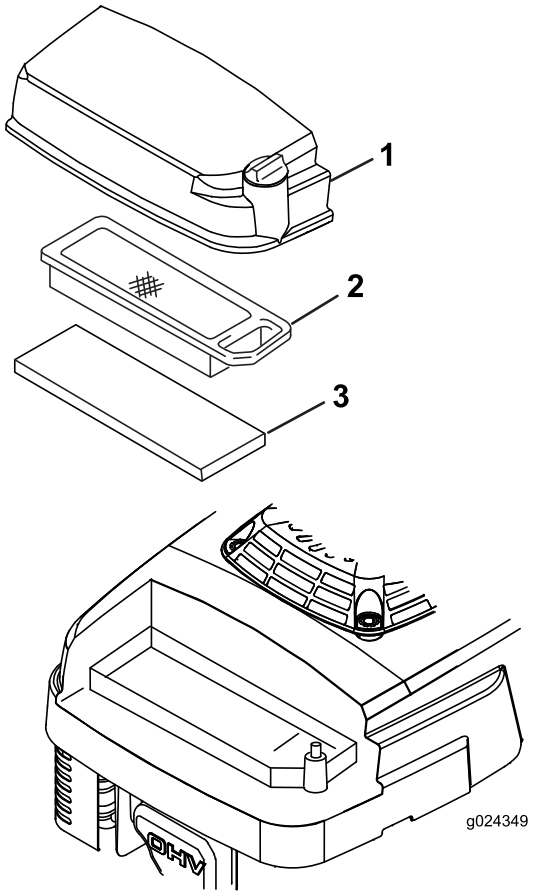

Figur 19
3. Lossa skruven på luftrenarkåpan (Figur 19).
5. Ta bort och kontrollera pappersluftfiltret (Figur 19). Byt ut det om det är väldigt smutsigt.
6. Ta bort skumförrenaren (Figur 19), rengör den med vatten och ett milt rengöringsmedel och torka den sedan torr genom att ”dutta”.